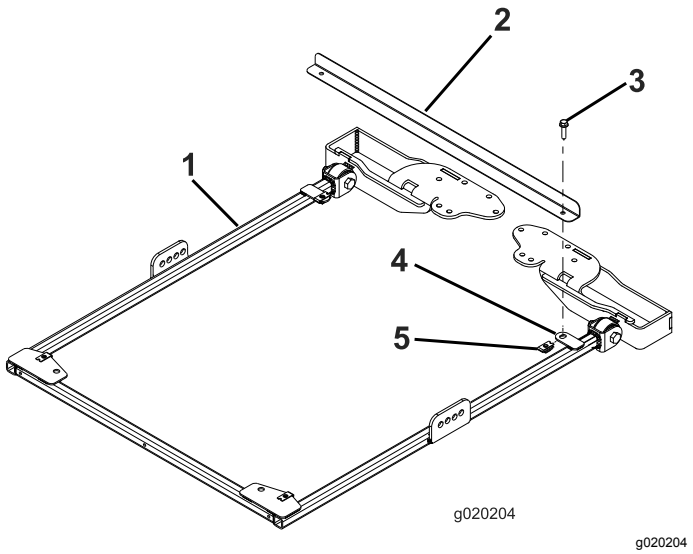

Figura 17
1. Per allineare correttamente il telaio, collegate la barra di allineamento del telaio alle alette di montaggio sul lato posteriore del telaio del parasole con 2 bulloni a testa flangiata (5/16" x 1¼"), come illustrato nella Figura 17.